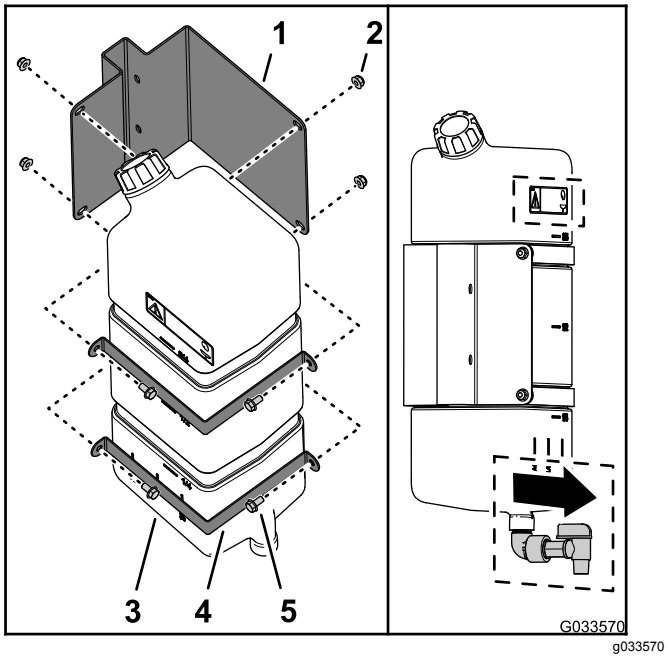

Figur 45
1. Monter ferskvannstanken til ferskvann-stankfestet med de to festestroppene, fire flenshodeboltene (5/16 x ⅝ tomme) og fire flenslåsemutterne (5/16 tomme) som vist i Figur 45.